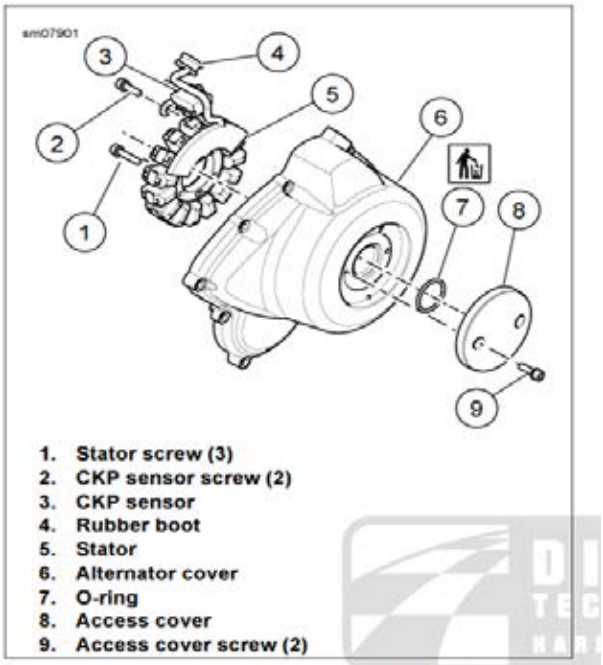

Figure 4-33. Alternator Cover Assembly
a. Remove (9) & (8) alternator access cover and fasteners. Make sure to collect sealing O-ring (7). Figure 4-33